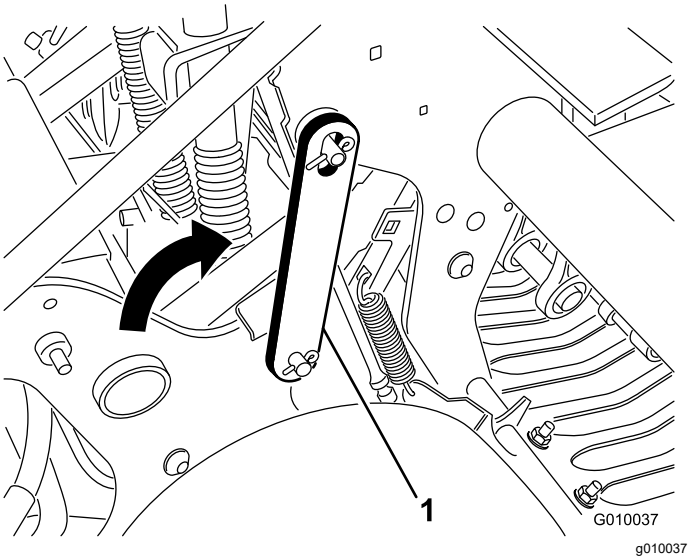

Rysunek 19
4. Odchyl zaczep serwisowy do tyłu i wsuń go na kołek głowicy wgłębnej (Rysunek 19). Zabezpiecz zaczep pierścieniem zaciskowym.